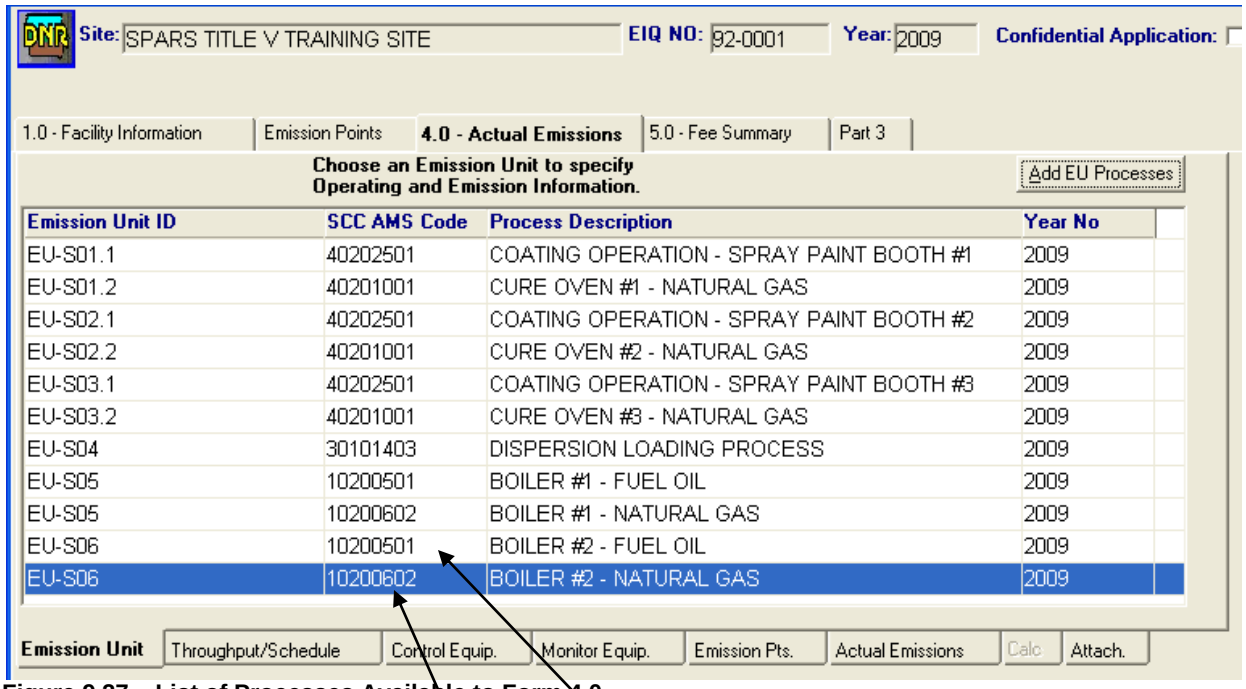

Figure 9.27 – List of Processes Available to Form 4.0
8. Click the **X** at the top right corner. You must close this window to allow the new process to appear on the **4.0 – Actual Emissions** window (see Figure 9.27).